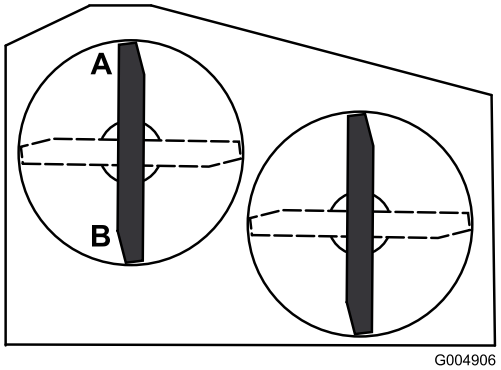

Figur 56
2. Ställ in en knivs lutning framåt-bakåt. Mät vid **A** och **B** från en plan yta till knivspetsarnas egg (Figur 56).